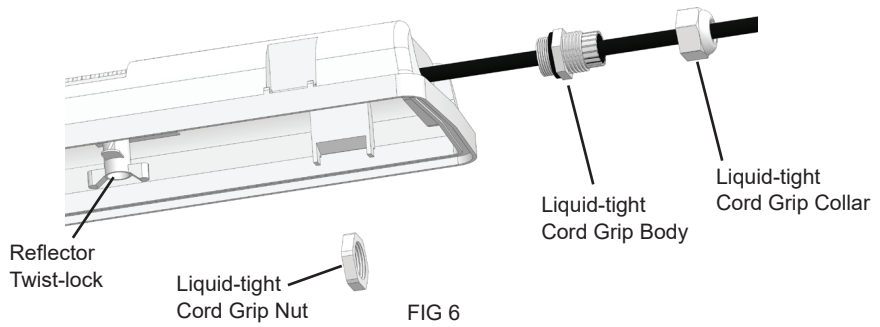

FIG 6
4. Attach Liquid-tight Cord Grip body into knock-out hole and secure with plastic nut provided. (FIG 6)
5. Insert SJT Cable (WP18-35J) into through Liquid-tight Cord Grip body and secure with Liquid-tight Cord Grip Collar. (FIG 6)